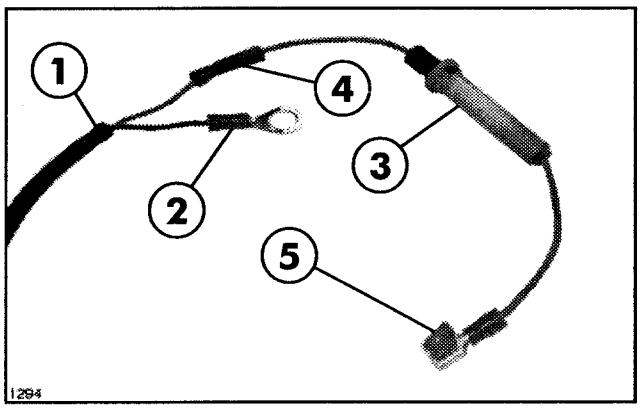

FIG. 4
8. Strip 8" of Conduit from the end of the Power Cable to expose red and black wires inside. See FIG. 4.
15. Unplug power wire (green) from Hour Meter and replace with Male/Female Connector on the Hot Wire (red). Plug Hour Meter power wire (green) onto Male/Female Connector. See FIG. 4 & 5.